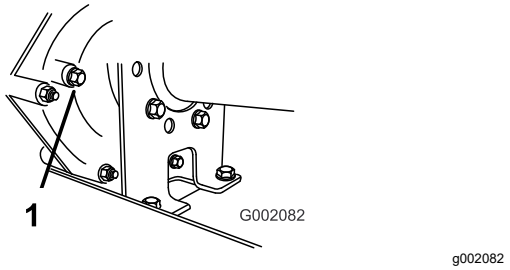

Figur 55
2. Fjern bolten fra niveauindikatorhullet (Figur 55).